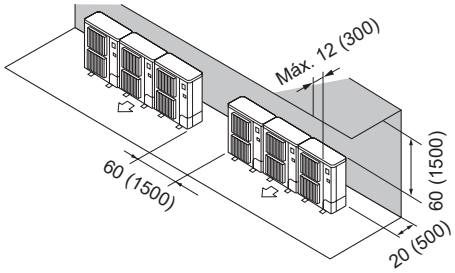

Fig. 2-13
② Obstáculos en la parte trasera y superior (Fig. 2-13)